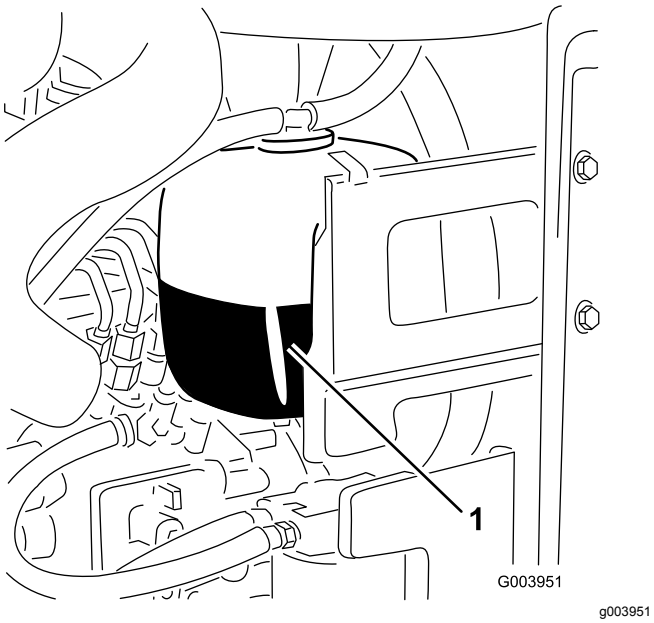

Figuur 56
1. Controleer het koelvloeistofpeil in de expansietank (Figuur 56).